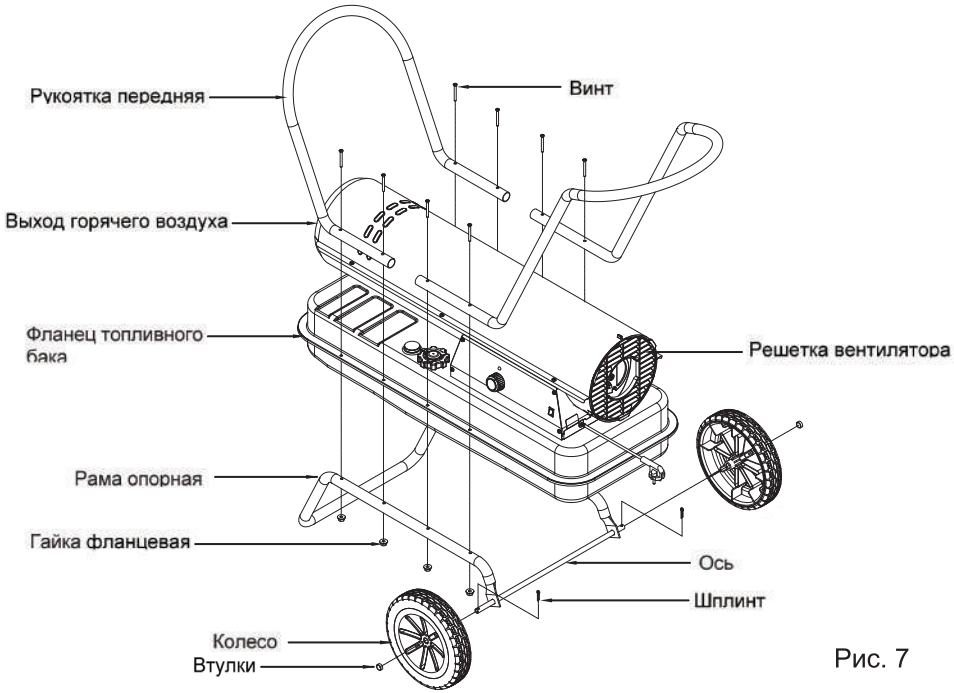

Рис. 7
**Сборка пушки (модели ТП 40ДБ, ТП 55ДБ, ТП 65ДБ) (рис. 7)**